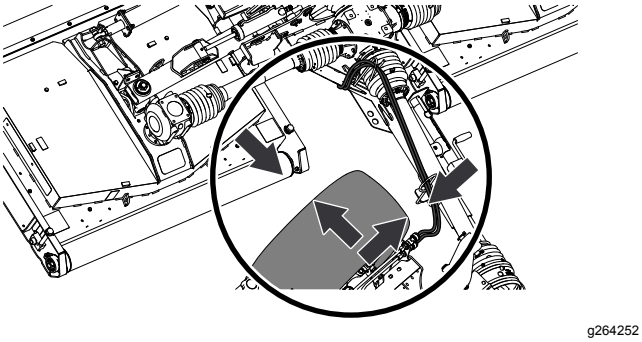

Figur 37
3. Når du foretar svingen, må du påse at det er klaring mellom dekket på tauekjøretøyet og gressklipperdelene (Figur 37).